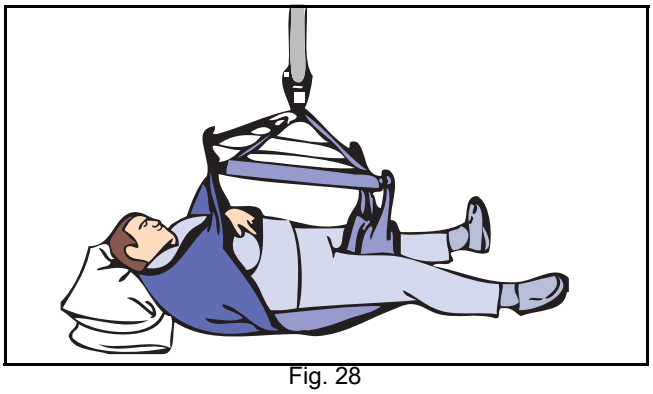

Fig. 28
4) Når alle stropper er korrekt fastgjort, løftes plejemodtageren fra gulvet i halvt liggende stilling (se Fig. 28).